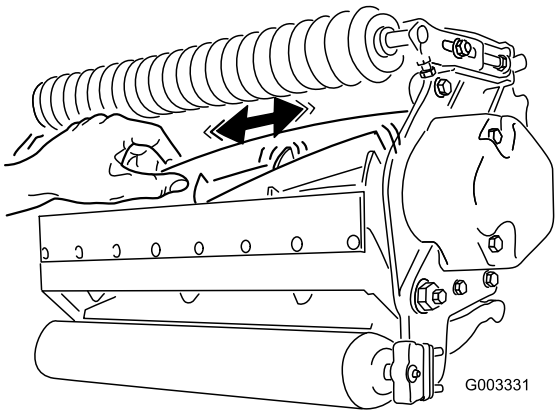

Figur 23
2. Ved at bruge en klud eller en tykt polstret handske, skal du holde på kniven og forsøge at flytte knivcylinderen fra side til side (Figur 23).